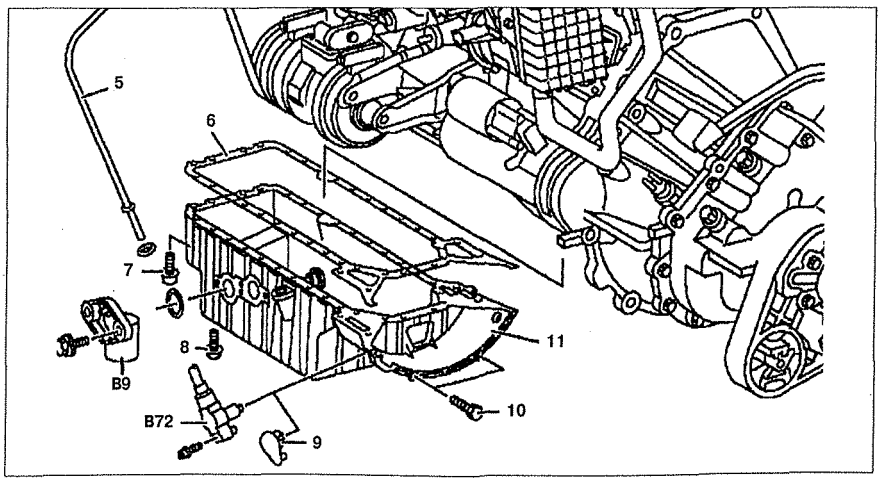

Рис. 4.41. Поддон: 5. Направляющая трубка указателя уровня масла, **6.** Прокладка, **7, 8, 10.** Болт, **9.** Крышка, **11.** Поддон.
5. Отсоедините датчик частоты вращения коленчатого вала двигателя **B72** от поддона **11** (см.рис.4.41).